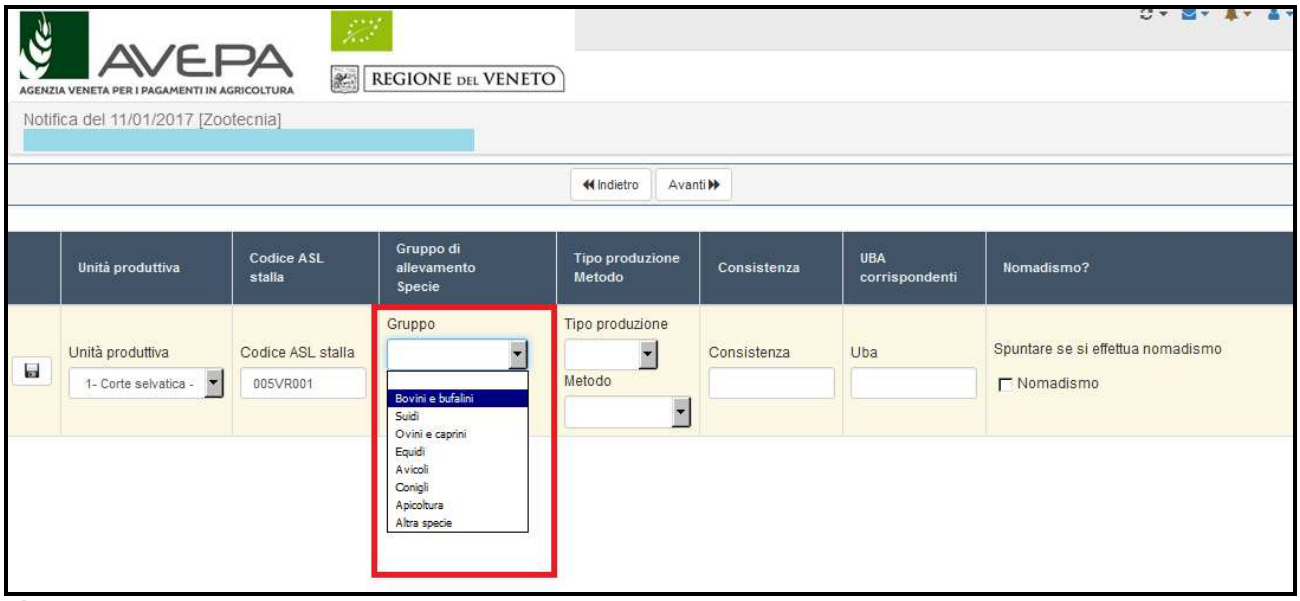

Fig. 58
- Cod. istat comune. Per codice istat comune si intende le cifre che codificano il comune dove insiste l'allevamento Esempio se l'allevamento è a Badia calavena (VR), il codice istat completo è 023005, il codice istat comunale sono i tre numeri finali ovvero 005;
- ✓ **Gruppo** (v. fig.58): scegliere dal menù a tendina la tipologia degli animali allevati (es. bovini);